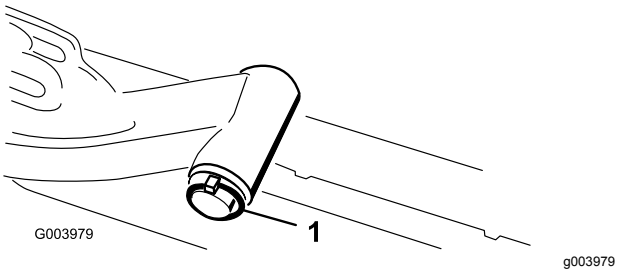

Figur 9
A. Ta bort hjulsprinten och brickan som håller fast lyftarmens svängaxel på lyftarmen, och skjut ut lyftarmens svängaxel ur lyftarmen (Figur 9).
C. Sätt i lyftarmens axel i lyftarmen och fäst den med brickan och hjulsprinten (Figur 9).